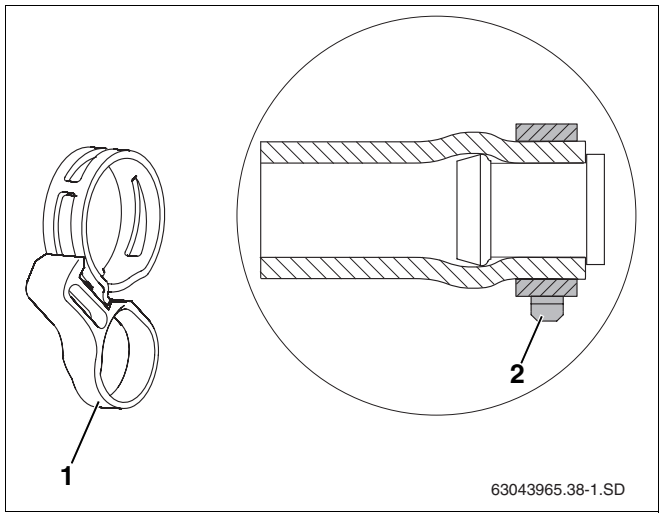

Abb. 36 Federbandschelle mit Sicherungsring und im montiertem Zustand am vormontierten Blindstopfen
- Die korrekte Position der Federbanschelle ist unbedingt vor dem Abziehen des Sicherungsringes (Abb. 36, **Pos. 1**) zu gewährleisten (Abb. 36, **Pos. 2**). Ein nachträgliches Lösen mit Zangen kann die Spannkraft beeinträchtigen.